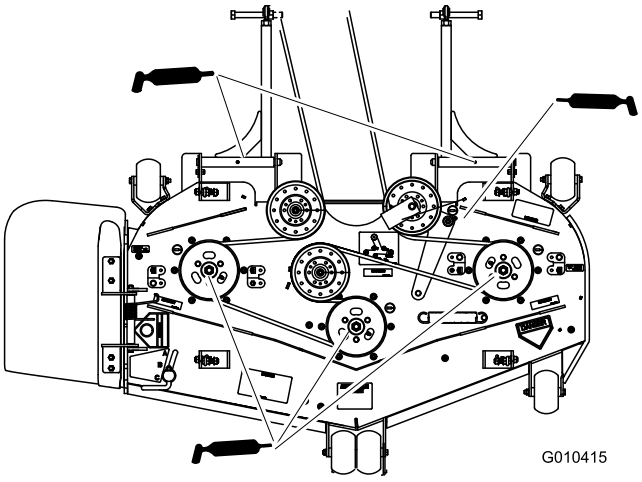

Figur 37
4. Smør de tre spindellagrene inntil fett kommer ut av de nedre forseglingene (Figur 37).
5. Smør lederullarmen på klippeenheten (Figur 37).
6. Smør niplene på trykkarmene (Figur 37).